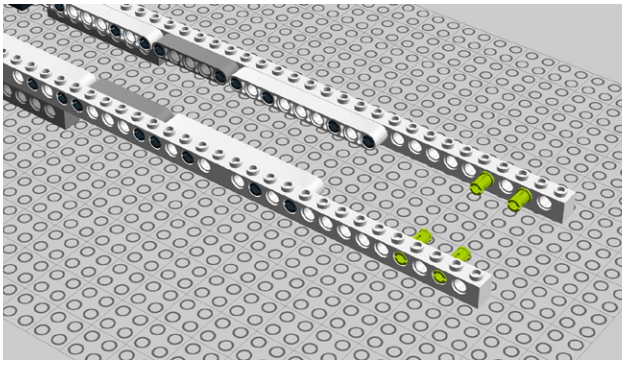

Figure 8-67. *Step 62: Inserting more pegs*
62. Insert four more connector pegs (Figure 8-67).